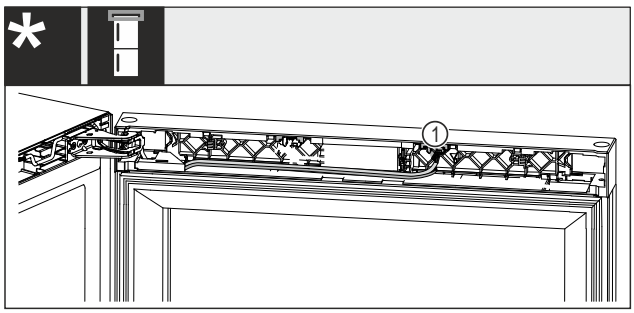

Fig. 19 Combine frigorifice pentru vin
▶ Extrageți fișa *Fig. 19 (1)* din locaș.